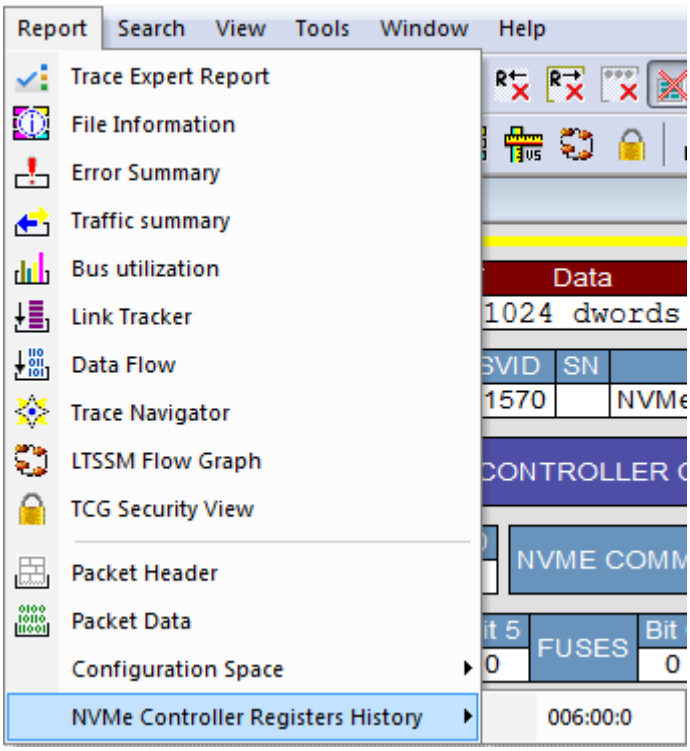

Figure 6.63: Reports -> NVMe Controller Registers History
3. Select Reports -> NVMe Controller Registers History (see Figure 6.63 on page 429).